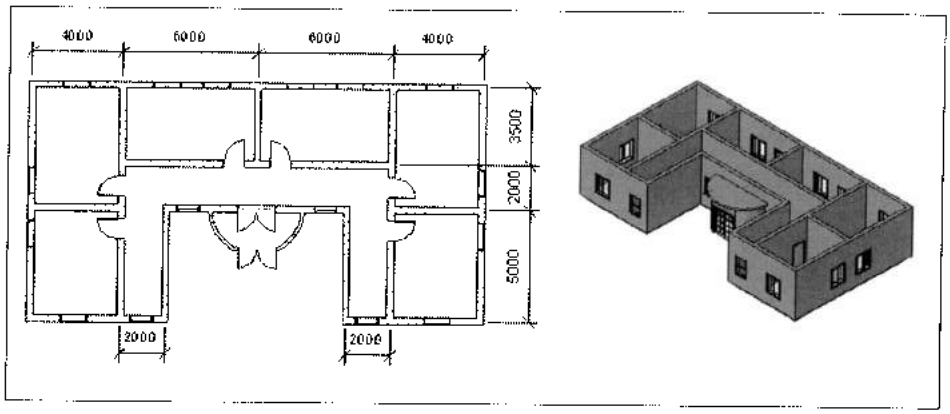

Рис. 27.11. *Вариант одноэтажной коробки здания (Этажи: 1 этаж)*
2. На ленте **Home** (Главная) в разделе **Build** (Конструкция) выбрать инструмент **Wall** (Стена). Затем на ленте **Place Wall** (Разместить стену) в разделе **Element** выбрать в списке типоразмером *Basic Wall: Generic 300 mm* и, устанавливая в строке параметров в поле **Height** (Высота) значение 4000 для наружных стен и 3800 для перегородок, создать план этажа согласно наружному контуру здания, как показано на рис. 27.11.